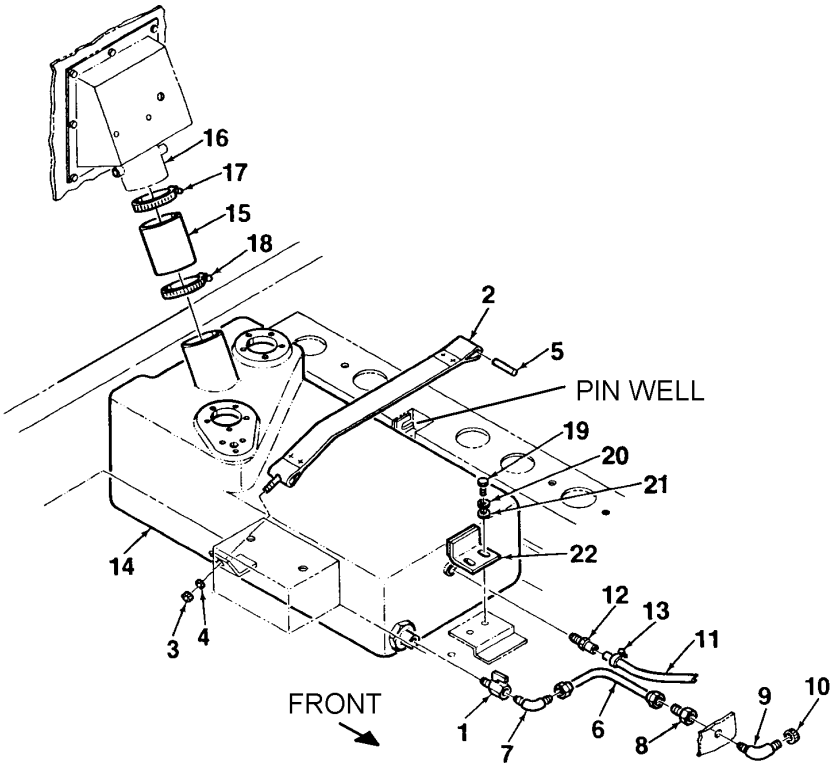

Figure 5-3. Fuel Tank
1. Place a suitable container (4 gallon capacity) beneath fuel drain. Open drain valve (1, Figure 5-3) and drain fuel into container. Close drain valve.
1. Install drain valve (1, Figure 5-3), elbow (7), and fitting (12) into fuel tank (14). Connect fuel drain line (6) to elbow (7).
2. Place fuel tank (14) into skid base and slide into place. Secure tank bracket (22) using screws (19), lockwashers (20), and washers (21). Torque screws to 30 ft-lbs.
3. Connect rubber hose (15) between fuel tank filler neck and fuel pocket (16). Tighten clamps (17, 18).
4. Connect fuel return line (11) to fitting (12) and tighten hose clamp (13). Connect opposite end of line (to fuel injector) to tee.
5. Install bulkhead fitting (8), elbow (9), and nut (10) onto skid base. Connect drain hose (6) to fitting (8).
6. Install hold down bracket (2) using jam nut (3), washer (4), and pin (5).